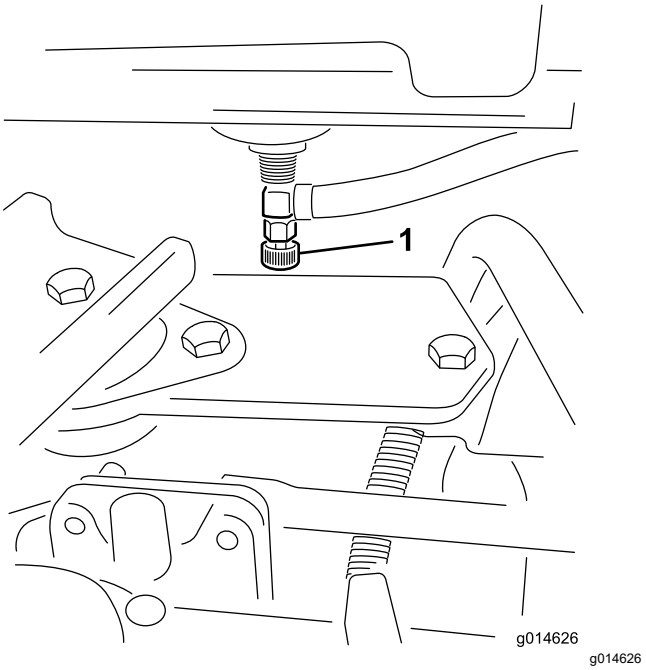

**Figura 35**
1. Chiudete la valvola di intercettazione del carburante (Figura 35) sotto il serbatoio del carburante.